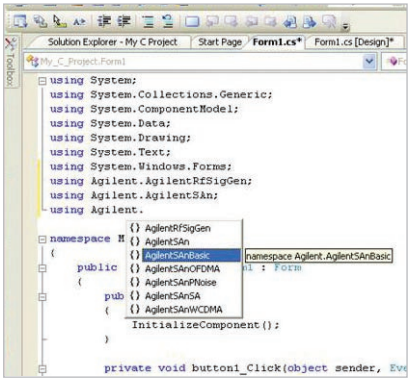

図 2.　コンテキストに応じて、*Intellisense* ポップアップ・ウィンドウには、使用可能なドライバまたはインストールされているドライバが表示されます。
4. 各ドライバのインスタンスを作成します。このためには、using ステートメントを使って、プログラムからドライバにアクセスできるようにします。Agilent ドライバの場合は、“using A” と入力すると、Intellisense により使用可能な Agilent ドライバが表示されます（例えば、using Agilent.A と入力するとインストールされているドライバのリストが表示されます）。これを、コード内の他の using ステートメントのすぐ下に挿入します。Intellisense ポップアップの例については、図 2 を参照してください。